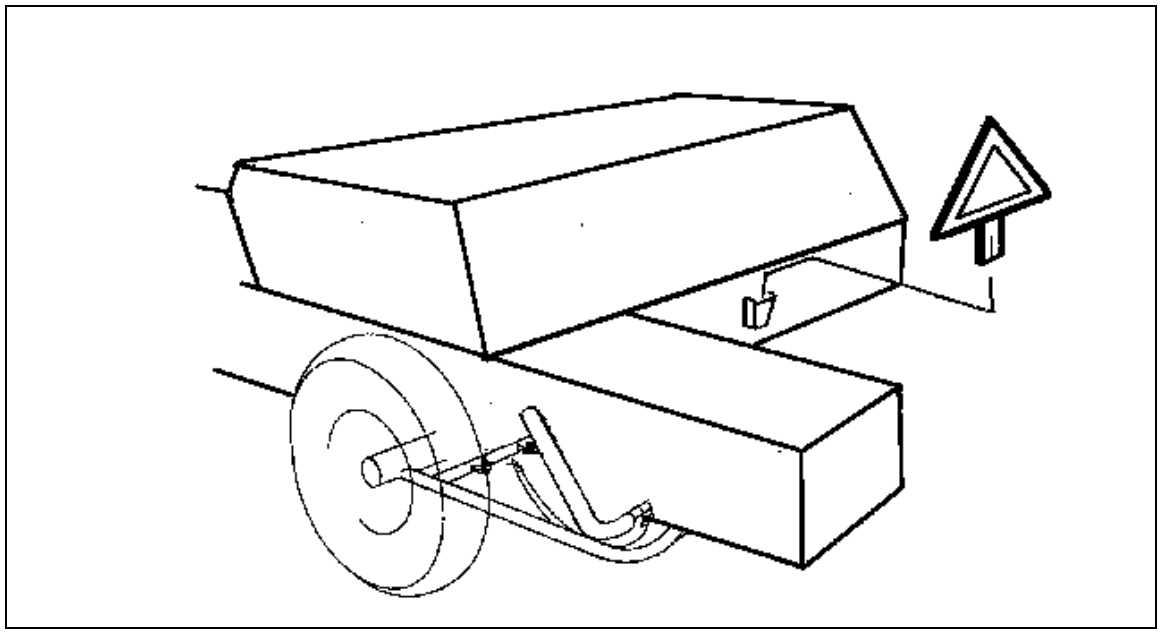

Рис. 1. Место крепления аварийного треугольника.
1. Производитель поставляет пресс в комплектном состоянии вместе с руководством по эксплуатации и гарантийным талоном, а также с запасными частями, указанными в руководстве. При приемке следует проверить полученные документы и соответствие номера пресса, указанного на заводском щитке и раме, с указанным в документах номером (смотри рис. 1).
3. Пресс-подборщики оснащены электрической осветительной сетью и катафарами. Перед выездом на дорогу общего пользования в обязательном порядке следует проверить действие электрической осветительной сети и вложить аварийный треугольник в кронштейн, находящийся на заднем защитном экране пресса (смотри Рис. 1).
6. На время транспортировки на пресс-подборщике следует установить аварийный треугольник. Рис.1